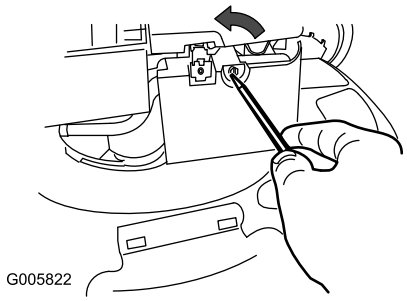

Figure 19
1. Ouvrez le couvercle du filtre à air avec un tournevis (Figure 19)